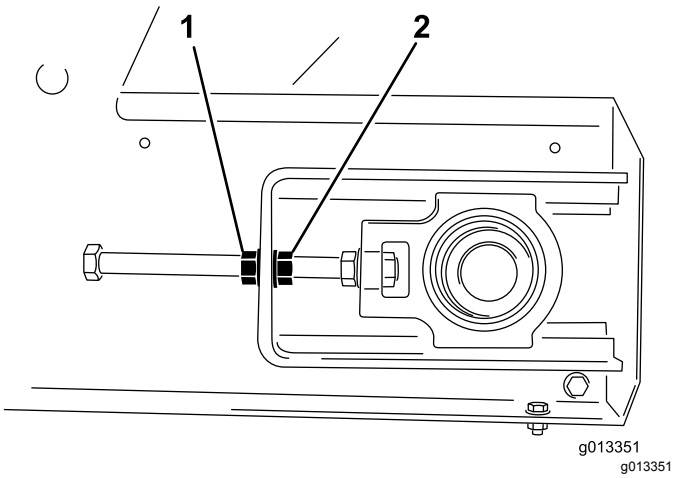

Figuur 55
4. Houd met 2 sleutels het uiteinde van de spanstang stationair en draai vervolgens de borgmoer los - dit is de moer die zich het dichtst bij het uiteinde van de stang bevindt (Figuur 55).
3. Houd aan de kant waar de band naartoe trekt het uiteinde van de spanstang stationair en draai vervolgens de borgmoer los en draai de stelmoer twee platte kanten van de moer verder vast (Figuur 55).